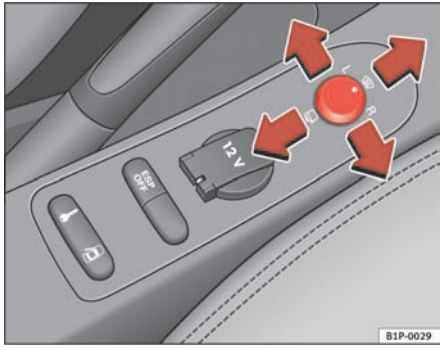

Fig. 88 Exterior mirror control
1. Turn knob ⇒ fig. 88 to position **L** (**left exterior mirror**)
– Turn the knob forwards to the central position ⇒ page 122, fig. 88 (1) so that the heated rear view mirrors warm up and the heated windscreen* in the wiper blade rest area is activated ⇒ page 118.
– Turn the control ⇒ page 122, fig. 88 to position to fold in the exterior mirrors. You should always fold in the exterior mirrors if you are driving through an automatic car wash. This will help prevent damage.